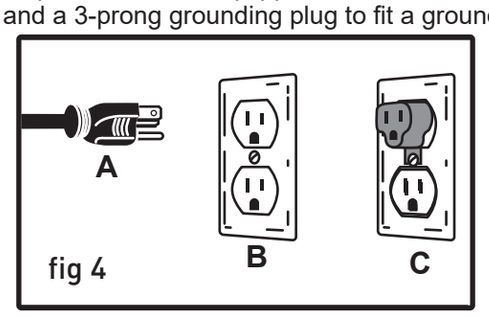
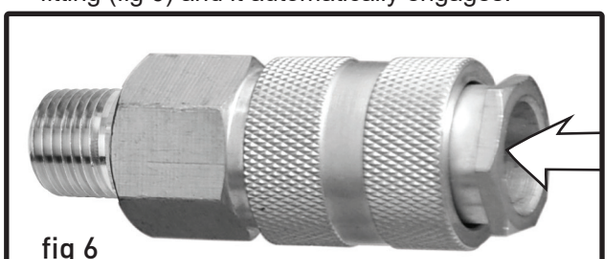

fig 4
fig 6
type receptacle (B, fig 4). Do not remove the 3rd prong (grounding pin) to make it fit into an old 2-hole wall socket or extension cord. If an adaptor plug is used (C, fig 4) it must be attached to the metal screw of the receptacle.
Your air compressor is supplied with a 1/4" push-connect air coupler (fig 6). With a factory installed air coupler, your compressor is ready to accept air hoses equipped with 1/4" male air connectors (fig 4).
1. Simply push the "connector" or "plug" into the fitting (fig 6) and it automatically engages.